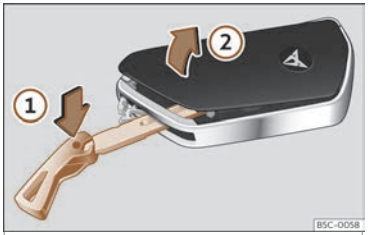

Fig. 74 Clau del vehicle:obrir la tapa del compartiment de la pila.
- Introduïu l'espasí a la ranura››› fig. 74, pressioneu-lo en el sentit de la fletxa ① i allibereu la tapa fent palanca ②.